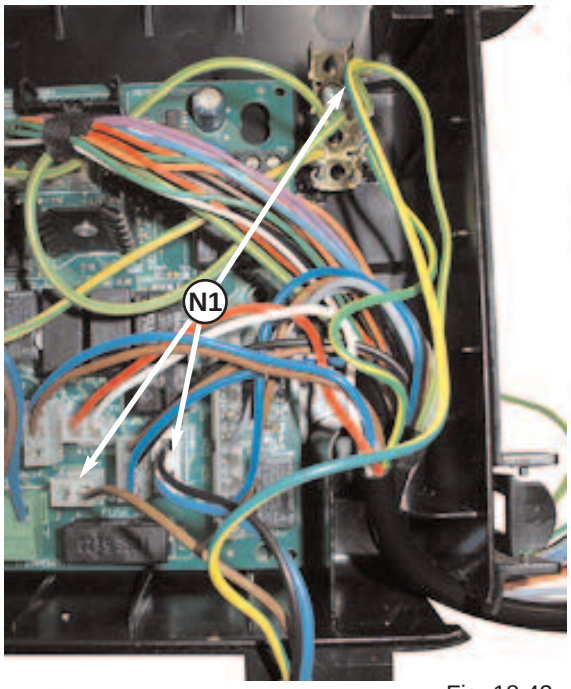

Fig. 18.42
3. Disconnect electrical connections "**N1**" on the P.C.B. *(see Fig. 18.42)* ;